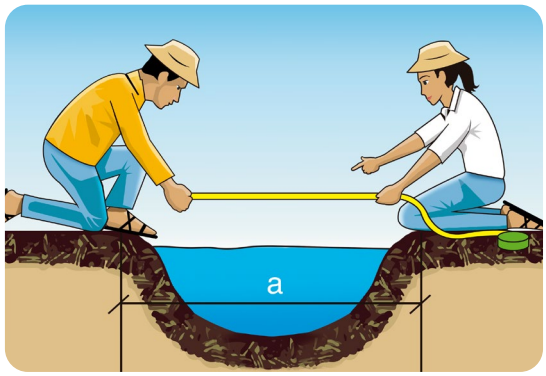

Figura 2. Medición del ancho del rio.
- Utilizando la cinta métrica se mide en línea con el punto C el ancho del río como se muestra en la **Figura 2**.